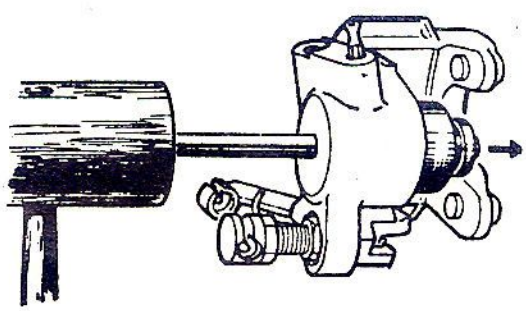

Fig. 2
9) Avec un maillet et un jet en bronze ou en alu (∅ maxi 7 mm), chasser le piston (5 A) en frappant par petits coups sur l'axe débordant du cylindre (Fig. 2).